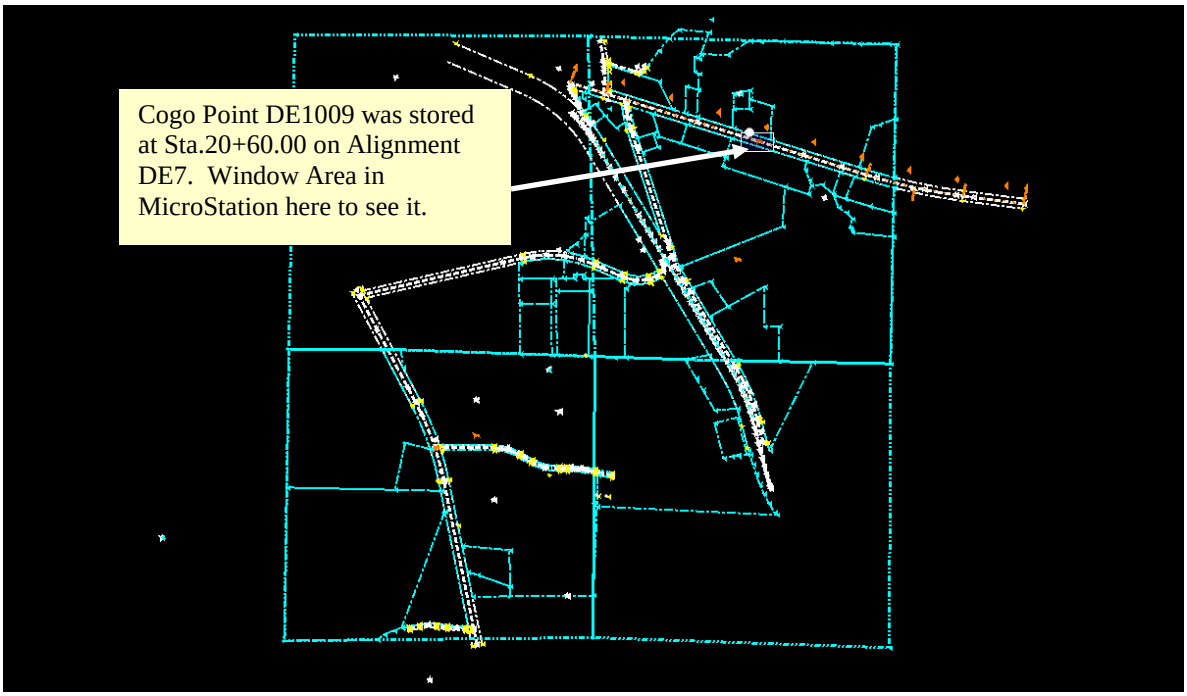

Figure L3-31 MicroStation Window
• In MicroStation, **Window Area** as shown in *Figure L3-31*